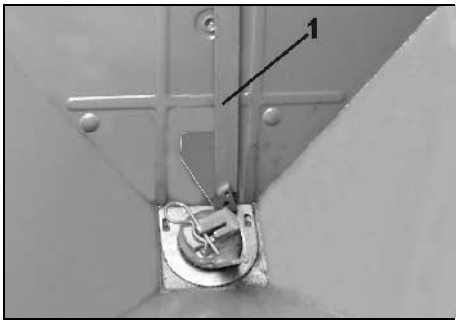

Rys. 59
- Włożyć przymiar (Rys. 59/1).